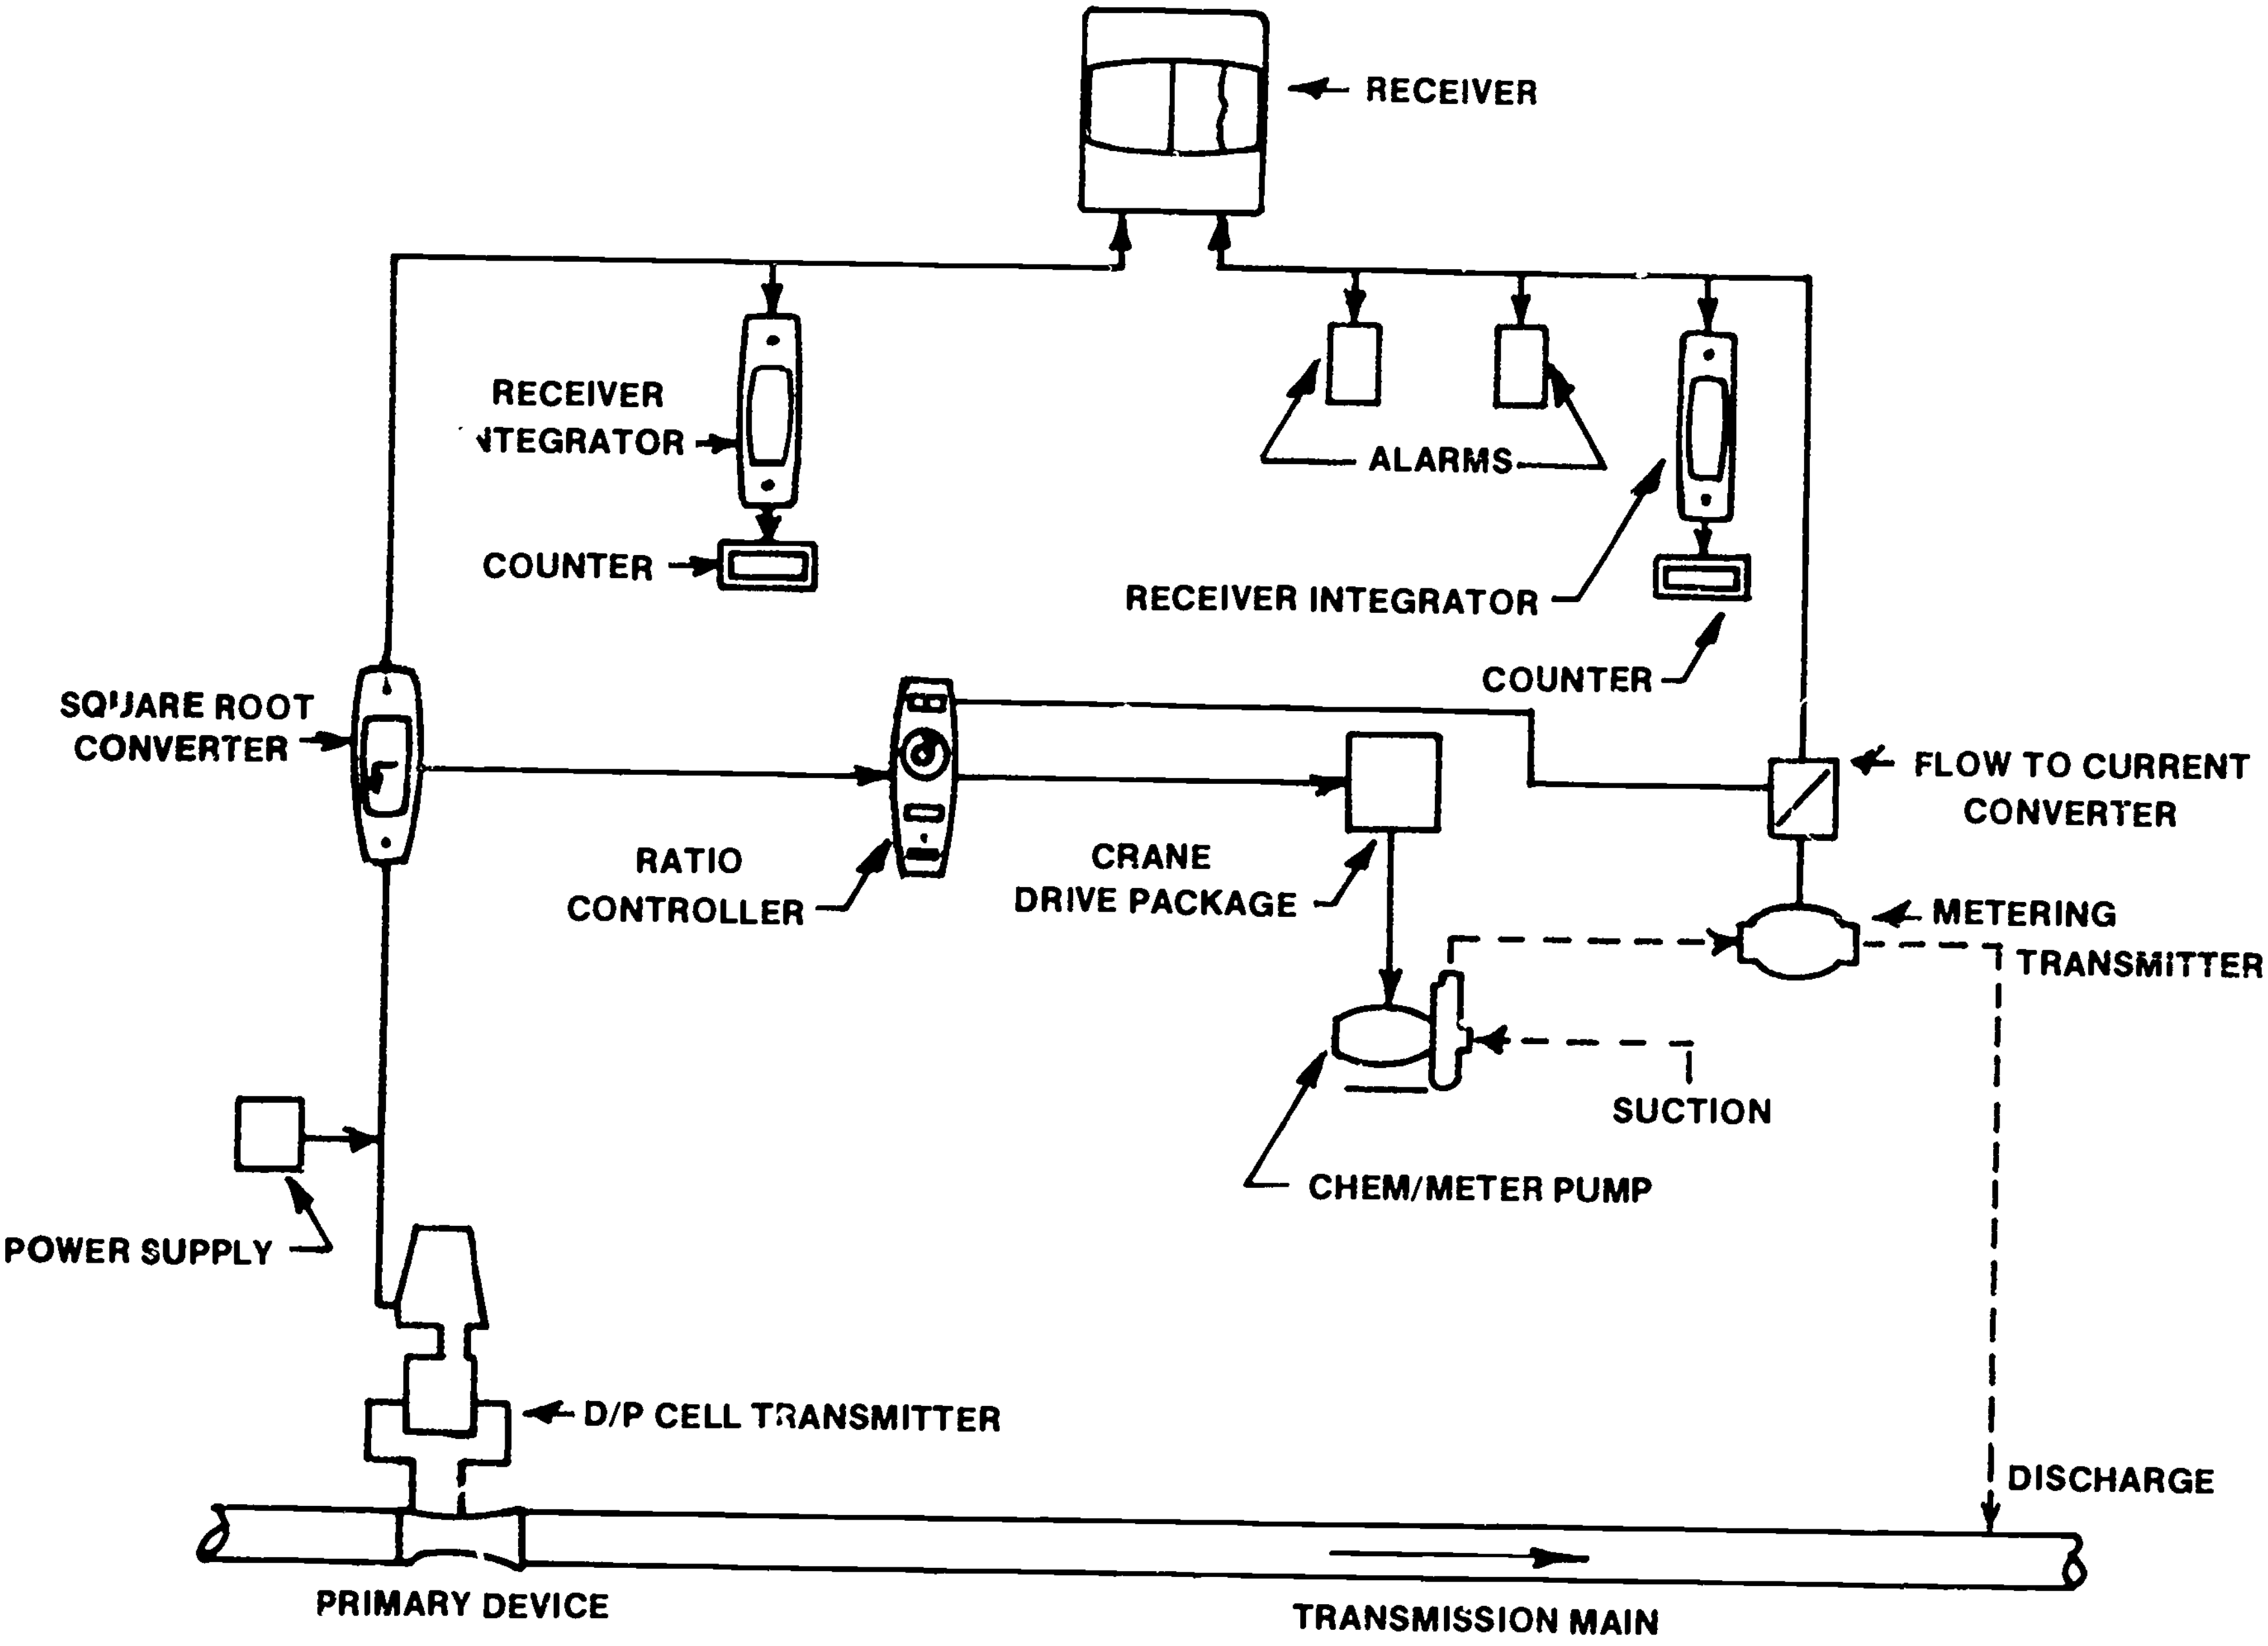

Fig. 13.12 Large automatic hydrofluosilicic system
13.34 Large Hydrofluosilicic Acid Systems (Figure 13.12)
A more complicated system for fluoridation is a closed-loop control feeding system using hydrofluosilicic acid. This system finds use in large installations where the hydrofluosilicic acid can be delivered by tanker truck of around 4,000 gallons (15,140 *L*); although of course, smaller amounts can be purchased. The installation depicted in Figure 13.12 can treat up to 285 million gallons per day (1,079 M*L*/day). The advantages in this system are the elimination of dusting and also labor requirements are at a minimum.